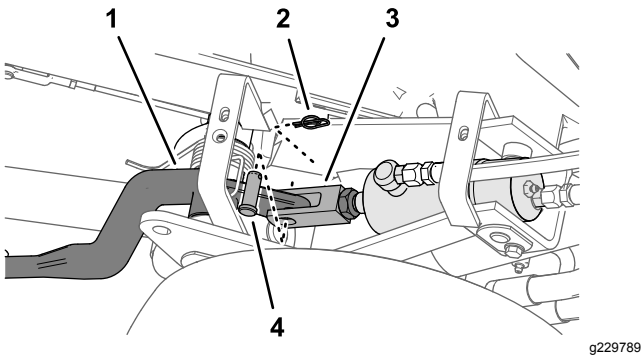
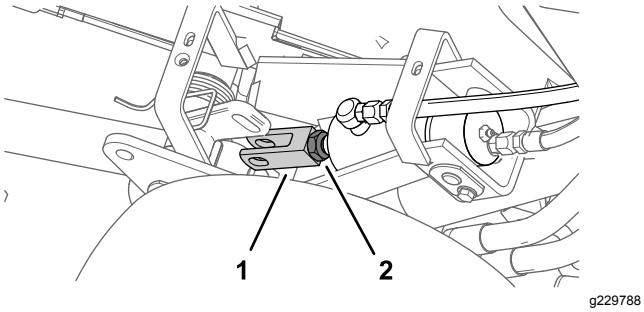

Figur 53
Figur 54
3. Løsn kontramøtrikken, der fastgør gaffelfittingen til cylinderen på klippeenheden, som skal justeres (Figur 53).
4. Fjern holdestiften og gaffelbolten (Figur 53)
5. Drej gaffelstykket, indtil den ønskede højde er nået (Figur 54).
6. Monter gaflen på løftearmen med gaffelbolten og holdestiften, og stram kontramøtrikken (Figur 53 og Figur 54).